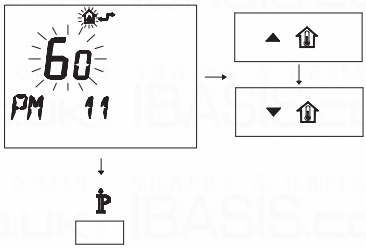

Fig. 7.35
- To modify the programmed SET, act on buttons ▲ or ▼ and wait for the programmed number to flash (Fig. 7.35). Each step increased or decreased corresponds to 1 second.